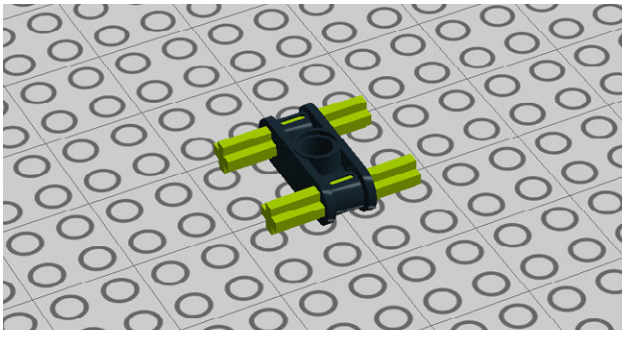

Figure 1-38. *Step 34: Connecting two axles to a cross block*
34. Slide a pair of 3M axles through the holes of a cross block. Figure 1-38 shows this step.